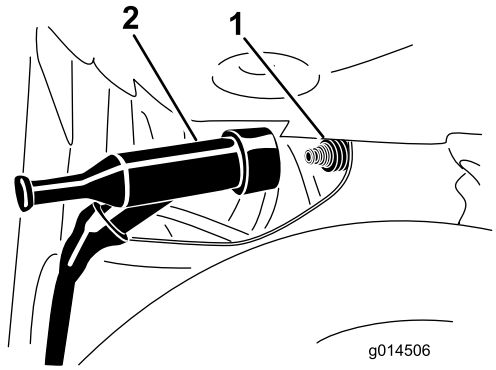

Figure 18
2. Débranchez le fil de la bougie (Figure 18).